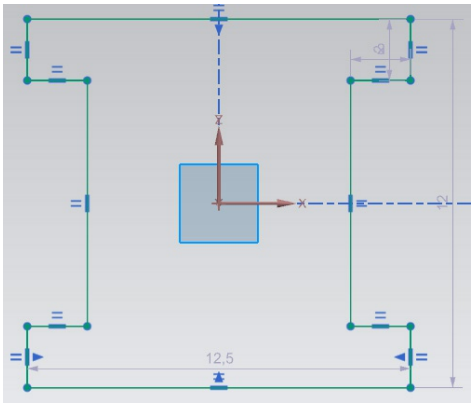

Figure 3-25 *The outer profile after adding constraints*
9. Similarly, make lines 1 and 7 symmetric about the horizontal axis. Next, choose the **Close** button from the **Make Symmetric** dialog box to close it. The sketch after applying constraints to all these entities is shown in Figure 3-25.